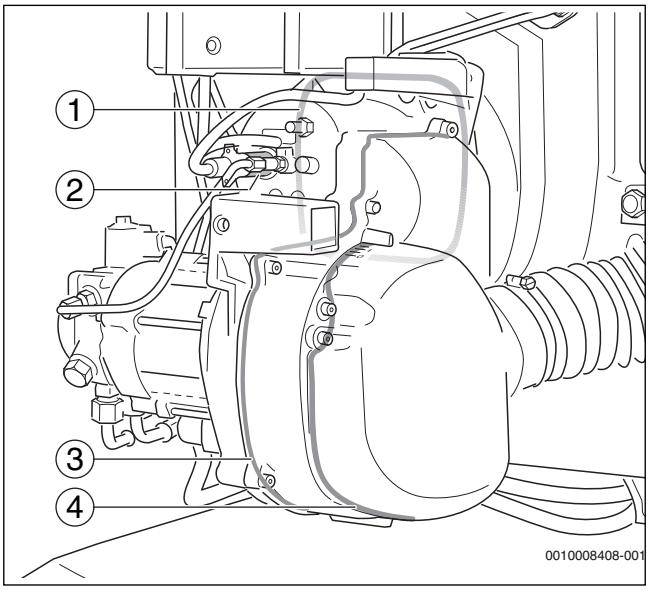

Fig. 42 Etanchéité supplémentaire
- Joint plat pour la bride de brûleur (→fig. 42, [1])
- Support de la sonde de détection de flamme (→fig. 42, [2])
- Fond du boîtier avec joint torique (→fig. 42, [3])
- Etanchéification du silencieux (→fig. 42, [4])